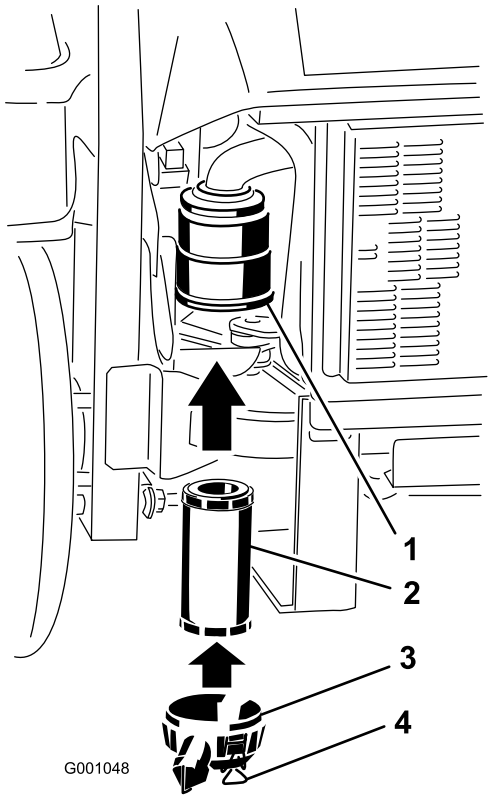

Figur 40
2. Skyv filteret inn i luftrenserkroppen (Figur 40). Påse at det sitter godt ved å trykke på den ytre kanten av filteret mens du installerer det.
3. Sett dekslet på igjen, og fest låsene (Figur 40).